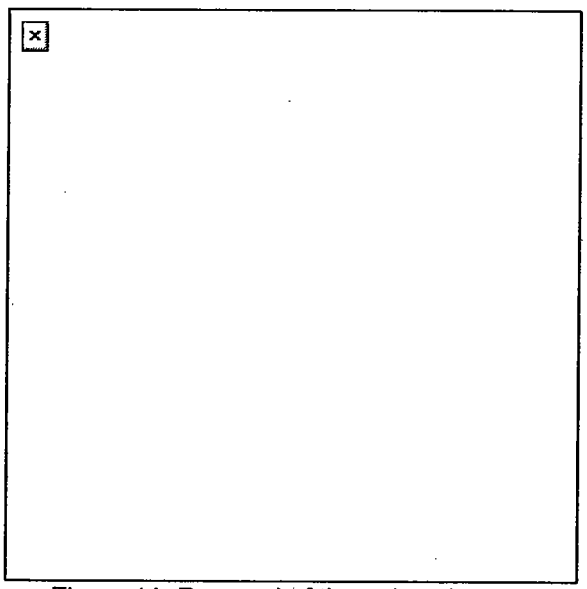

Figure 11. Removal of the ogive plunger.
(1) Depress the flat leaf spring by using a cartridge link toggle (male end) or a small tool.
(2) Slide the alignment guide toward the feeder mouth.
(3) Pull rearward on the alignment guide and lift it out.
h. Remove the ogive plunger by pulling it out (Figure 11).